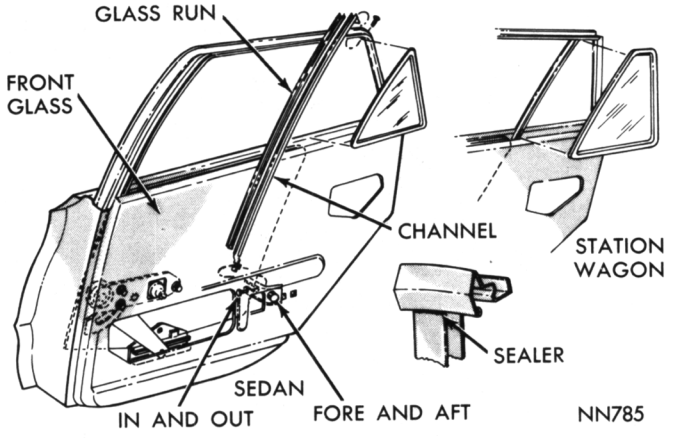

Fig. 32—Rear Door Stationary Glass
(1) Remove division channel attaching screws at upper and lower ends (Fig. 32) and remove channel.
(2) Move the glass and weatherstrip assembly forward and out of window opening.
(3) Inspect the weatherstrip.
The division channel run (Fig. 32) is a press fit into the channel. When replacing the run, apply a 1-1/2 inch length of sealer to joint area of division channel.